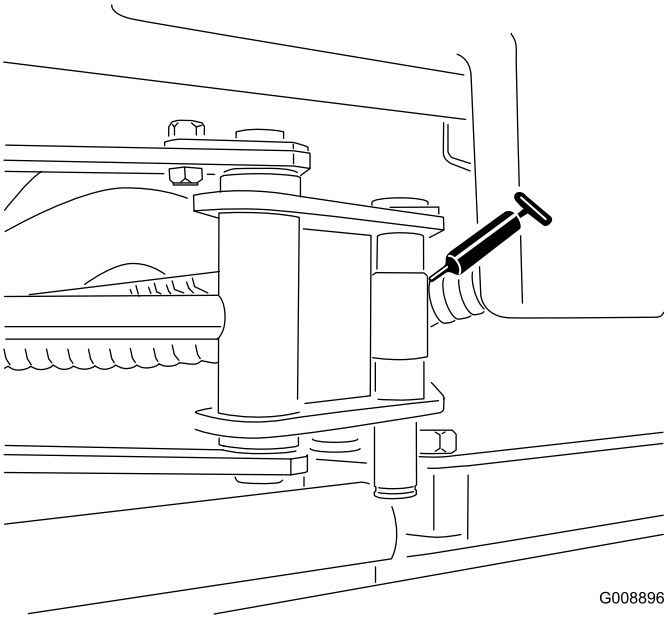

Figur 49
- Sidspolens cylinderändar (2, endast på modell 03170) (Figur 49)